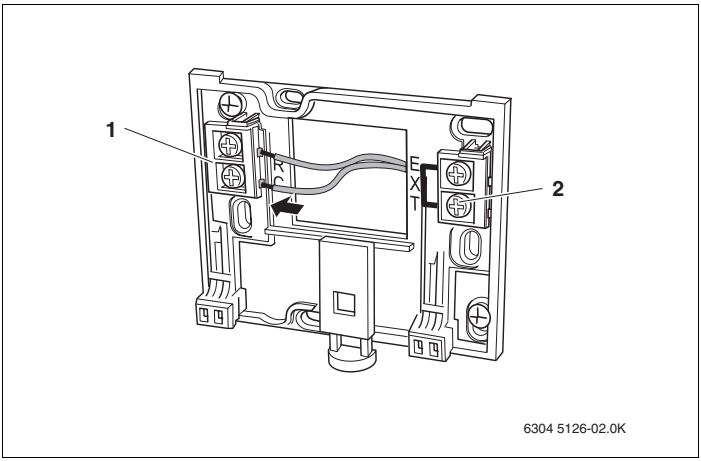

Abb. 4 Elektrische Anschlüsse herstellen
- Zweiadriges Buskabel vom Energie-Management-System (EMS) an den Kabelklemmen „RC“ anschließen (Abb. 4). Die Polarität der Adern ist beliebig.
Ein externer Raumtemperaturfühler kann nicht an den Kabelklemmen „EXT“ (Abb. 4, **Pos. 2**) angeschlossen werden. Die Kabelklemmen „EXT“ sind bei dem Raumcontroller RC20 ohne Funktion.